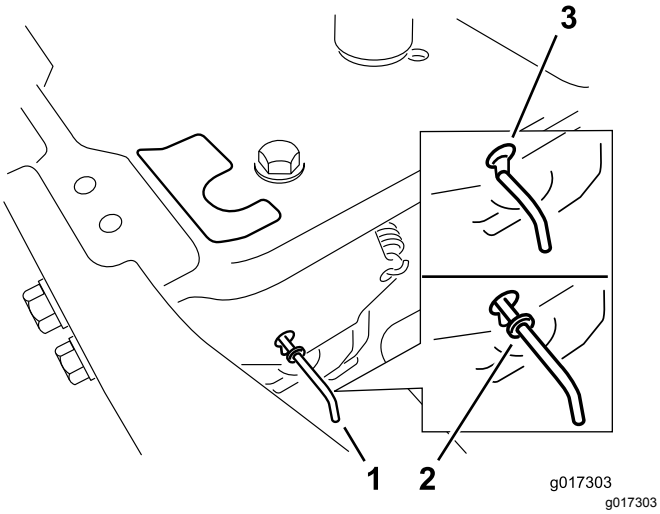

Figura 22
4. Mova as alavancas de derivação para a frente através do orifício da chave e para baixo para as bloquear no lugar (Figura 22).
Mova as alavancas de derivação para trás através do orifício da chave e para baixo para as bloquear no lugar, como se mostra na Figura 22.